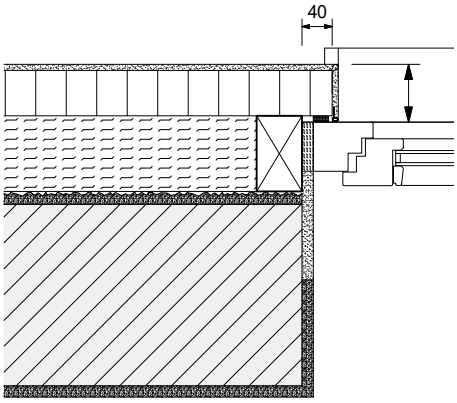

Abb. 6b: Das Fenster wird in die Dämmebene versetzt. Es ergeben sich Vorteile:
2. Die Fenster sind erhaltenswert, werden jedoch demontiert und nach außen versetzt. Vorteile siehe Abb. 6b.
4. Die Fenster werden ersetzt und in die Dämmebene eingebaut. Vorteile wie Abb. 6b.